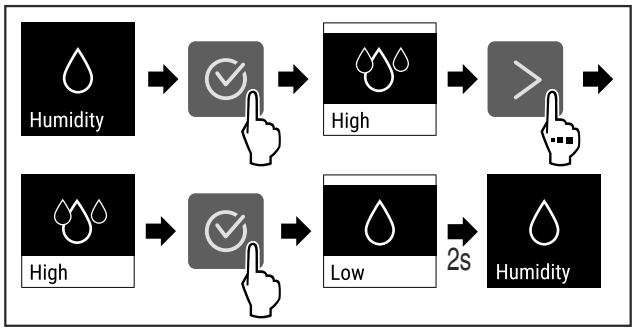

Fig. 76
▶ Suivre les étapes (voir Fig. 76) .